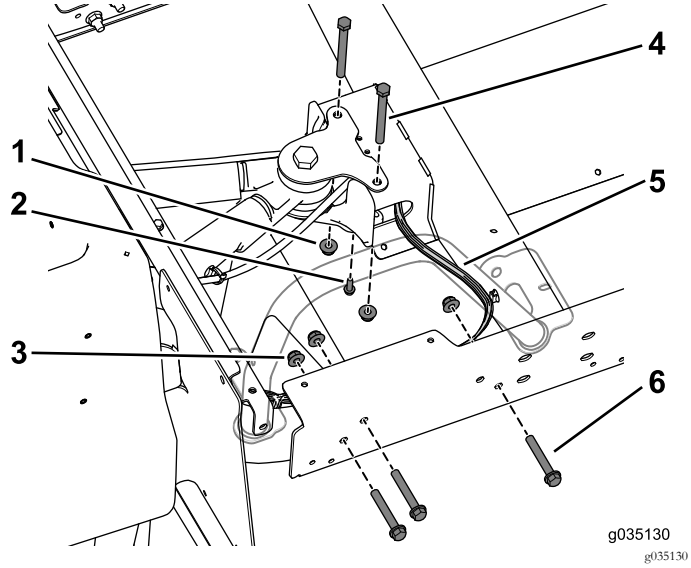

Figur 76
8. Brug de tre bolte (3/8 x 2-1/2 tomme) og flangemøtrikker til løst at montere forlængerskinnen på bagstellet (Figur 76). Gør dette på begge sider af maskinen.
Bemærk: Sørg for, at ledningsnettet føres ud af midterkanalen på højre side (Figur 76).
9. Brug den selvskærende skrue (1/4 x 3/4 tomme) til at fastgøre bremseledningens T-stykke på midterkanalen (Figur 76).
10. Brug de to bolte (3/8 x 3-3/4 tommer) og flangemøtrikkerne til løst at montere midterkanalen på bagholderen (Figur 76).